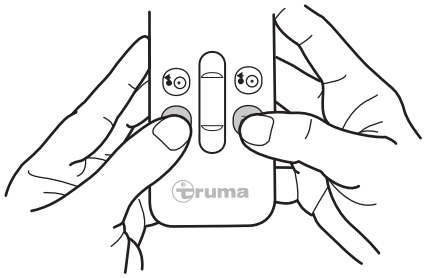

Abb. 15
► Zum Anschwenken der Antriebseinheiten beide Tasten ANSCHWENKEN gleichzeitig drücken und gedrückt halten (Abb. 15). Nach 3 Sekunden Sicherheitsverzögerung ertönt ein Signalton und das Anschwenken der Antriebsrollen beginnt.